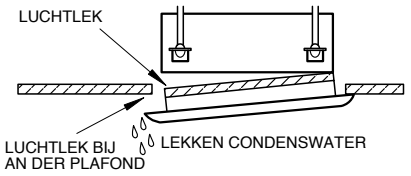

Fig. 13
1. Het verkeerd vastzetten van de bouten kan tot de problemen leiden die in afbeelding 13 aangegeven zijn.